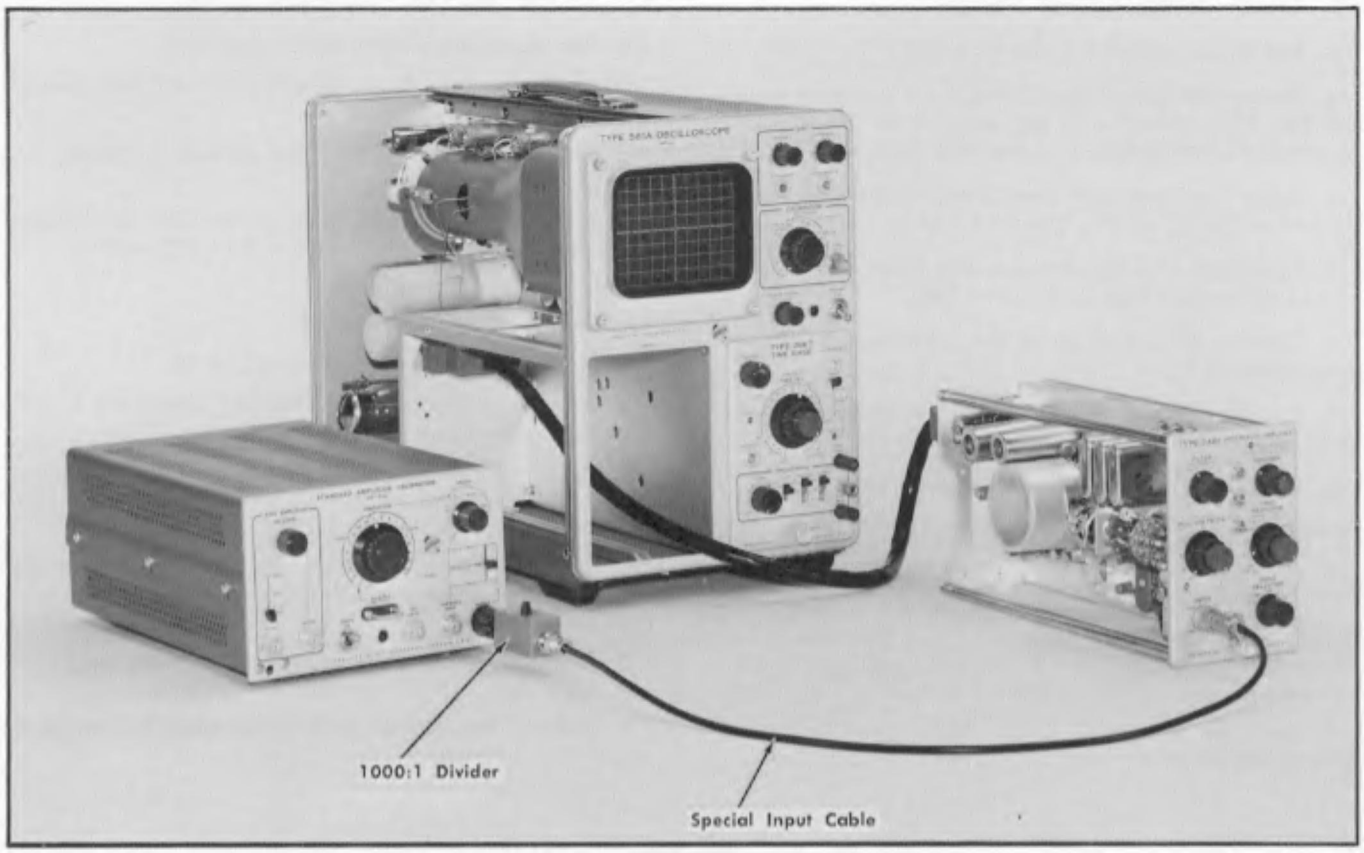

Fig. 6-19. Initial test equipment setup for step 15.
a. Test equipment setup is shown in Fig. 6-19.